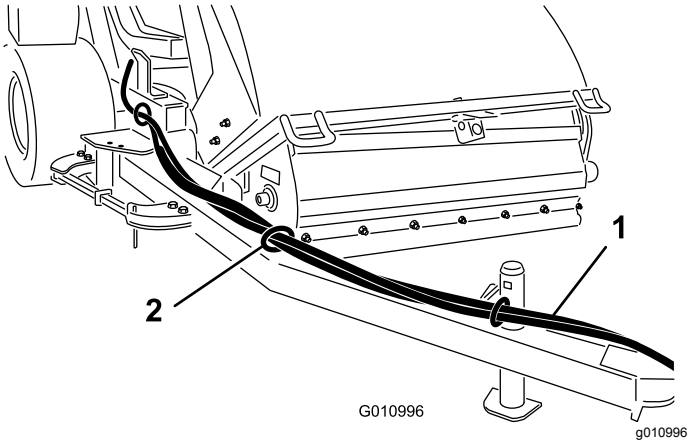

Figuur 11
1. Leid de hydraulische slangen en de kabelboom door de slanggeleiders naar de voorkant van de trekhaakkoppeling (Figuur 11).